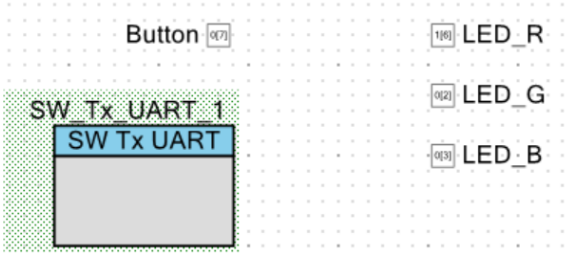

Рисунок 1.5 – Software Transmit UART
4. Відкрити документ TopDesighn.cysch та додати Software Transmit UART. В каталозі Cypress, обираємо папку Communications та перетягуємо на сторінку схеми Software Transmit UART (рис. 1.5).